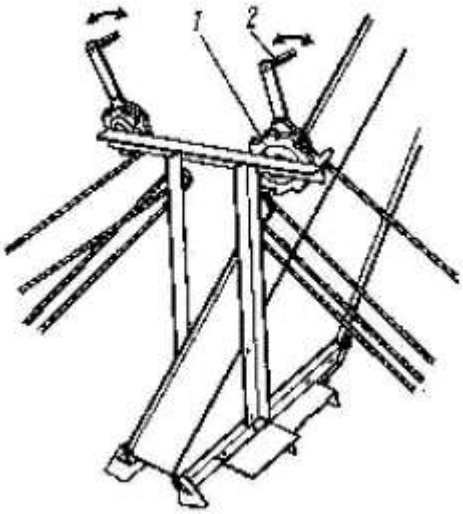

Рис. 17 Подъем питателя загрузчика
7.3.2. Положение питателей загрузочного транспортѐра (рис. 17) регулируется с помощью лебедок 1 рукоятками 2. В рабочем положении питатели должны быть опущены так, чтобы прорезиненная кромка, щитка касалась поверхности тока по всей длине.